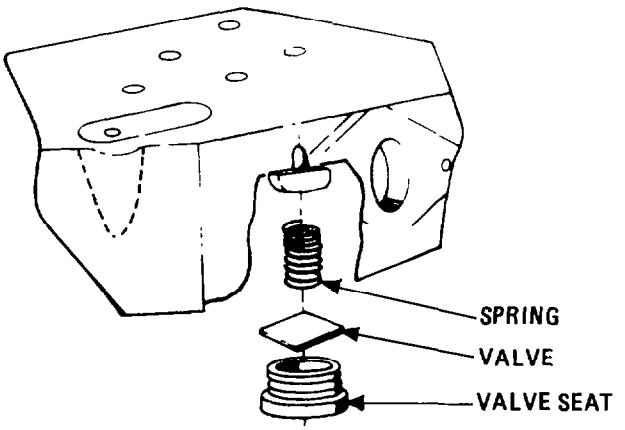

Fig. 378 — Removing Discharge Valve, Valve Stop and Seat
f. Unscrew and remove the discharge valve seats, then remove the discharge valves and springs from the head (see fig. 378).